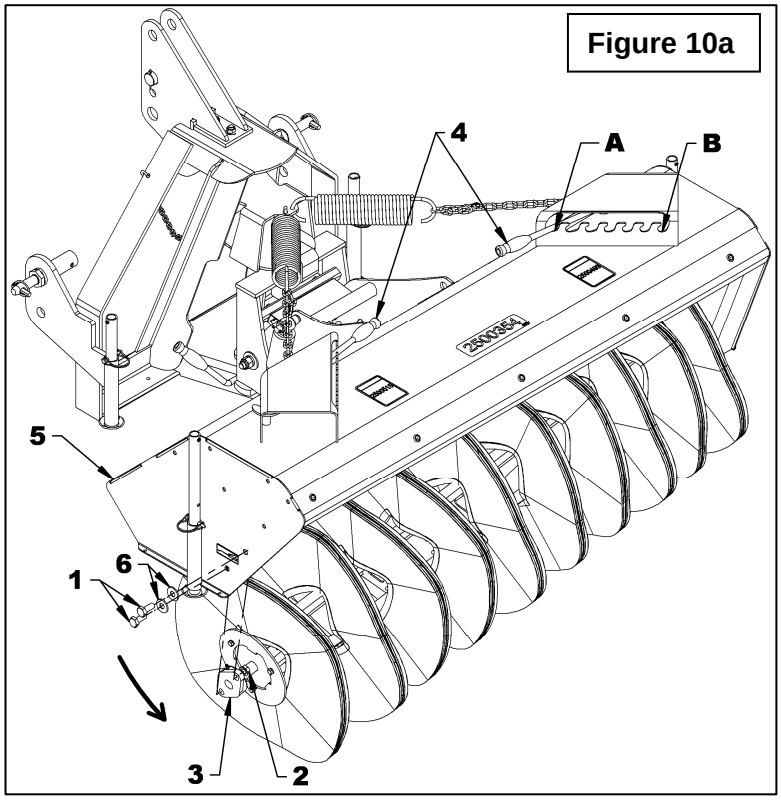

Figure 10a
3. **Figure 10a:** Place the two engagement levers (item 4) in the "A" position and, using the tractor's hydraulic lever, lower the broom so the brush touches the ground.
4. **Figure 10a:** Remove the 1/2"NC x 1 1/4"lg hex. bolts (item 1), the two flat washers (item 6) and the flange nuts (item 2) from the brush support right side bearing (item 3).
5. **Figure 10a:** Place the engagement levers (item 4) to position "B" to release the brushes from the broom housing (item 5). If the brushes aren't released sufficiently from the broom, raise the broom as needed with the subframe lift mechanism.
9. **Figure 10a:** Lower the broom housing (item 5) by moving the engagement levers (item 4) in the "A." position. If the housing is too high to align the holes of bearing (item 3) with those of the housing (item 5) , lower the housing as needed with the subframe lift mechanism.
10. **Figure 10a:** Attach the brush support bearing (item 3) with the two 1/2"NC x 1 1/4"lg hex bolts (item 1) and 1/2"NC serrated flange bolts (item 2).